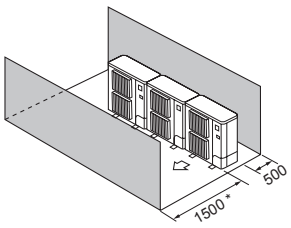

Fig. 2-16
④ Hindernisse nur auf der Vorder- und Rückseite (Fig. 2-16)